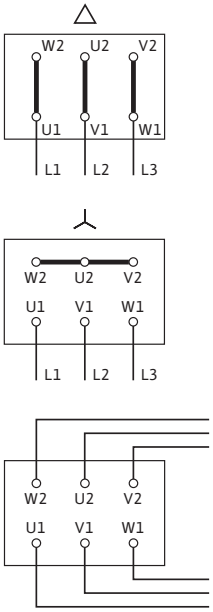

Fig. 17: Подключение к сети
Схема электроподключения находится в крышке клеммной коробки (см. также Fig. 17).
- Подключение к сети зависит от мощности двигателя P_2, от сетевого напряжения и от типа пуска. Необходимое переключение соединительных перемычек в клеммной коробке можно определить по следующей таблице «Табл. 4. Распределение клемм» на стр. 104 и Fig. 17.